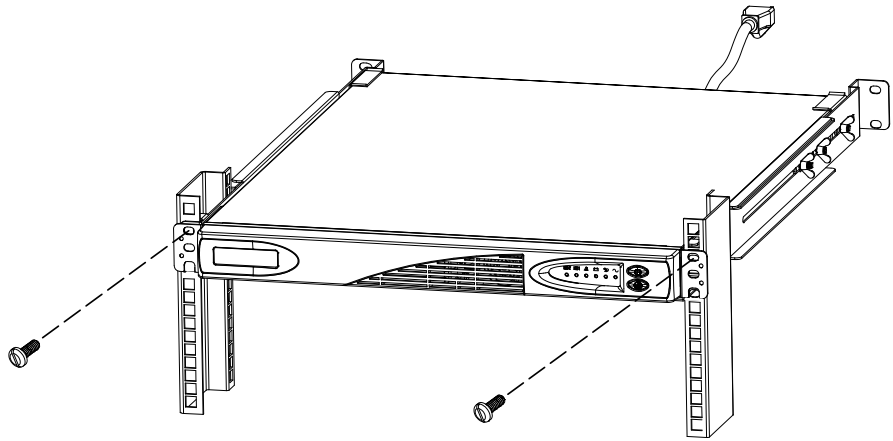

**Figure 10. Securing the UPS in a 19" Rack**
12. Secure the front of the UPS to the rack using one M6 × 10 screw on each side as shown in Figure 10.